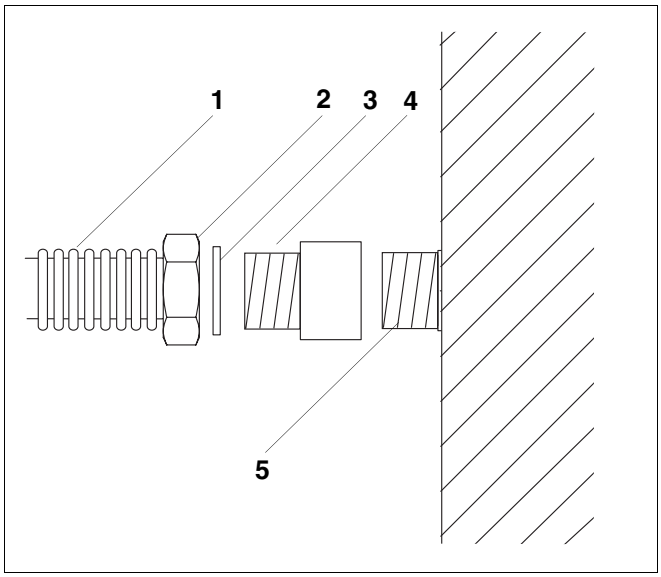

Afb. 9 Sluit de flexibele inox leiding aan de boiler aan met R1-aansluitingen
De overgang Rp1 × R1 (afb. 9, **pos. 4**) wordt aan de boileraansluiting R1 (afb. 9, **pos. 5**) aangebracht om een beter afdichtingsvlak te bekomen, opdat de boileraansluiting goed afgedicht zou zijn.
- Schroef de overgang Rp1 × R1 (afb. 9, **pos. 4**) op de boileraansluiting R1 (afb. 9, **pos. 5**) teneinde de boiler met het compleetstation te verbinden.
- Plaats de dichting (afb. 9, **pos. 3**) in de voorgemonteerde wartelmoer Rp1 (afb. 9, **pos. 2**).
- Schroef de voorgemonteerde wartelmoer Rp1 (afb. 9, **pos. 2**) van de flexibele inox leiding op R1-draad van de overgang Rp1 × R1 (afb. 9, **pos. 4**).